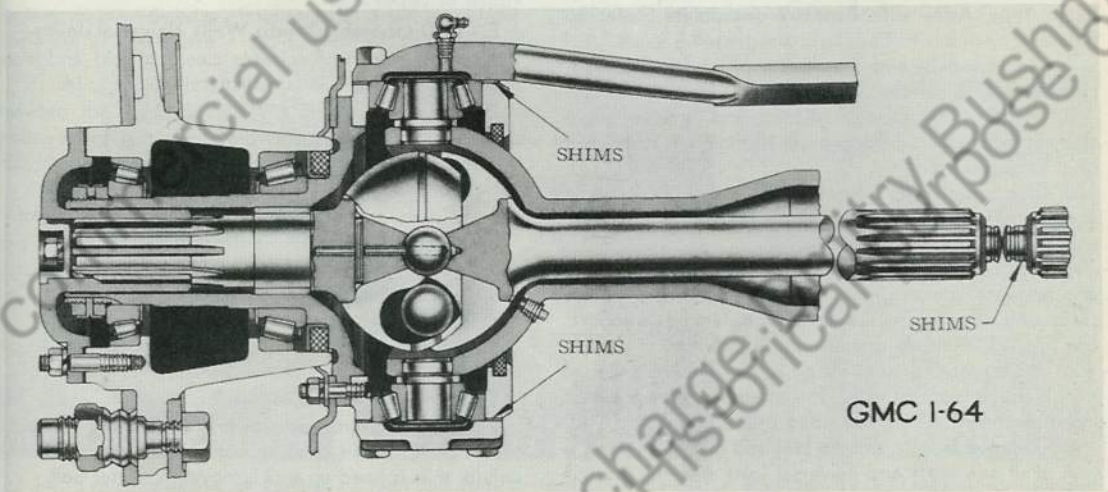
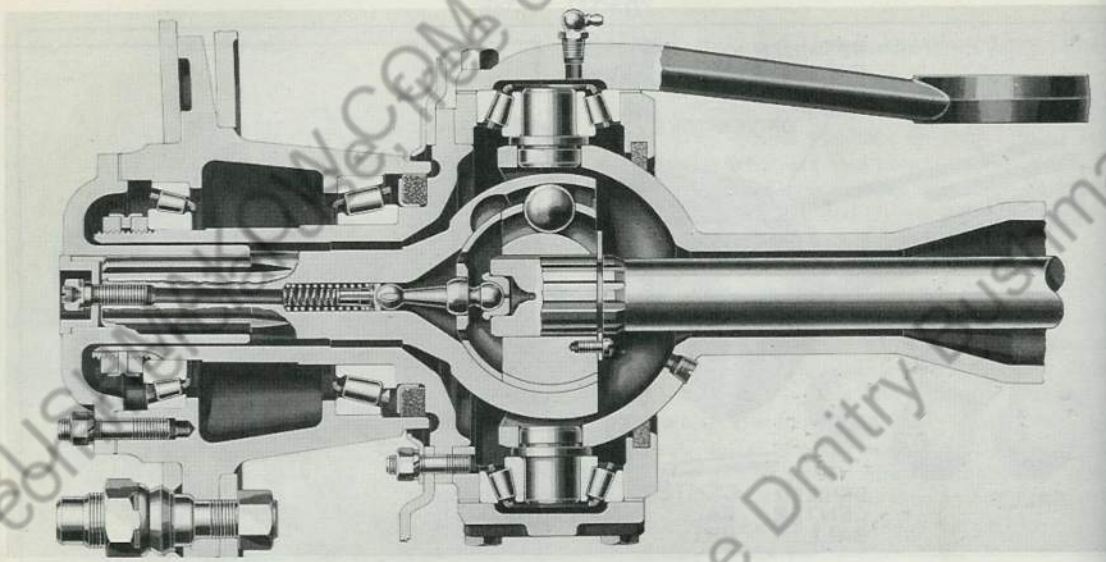

Fig. 11 Steering Knuckle and Bendix-Weiss Universal Joint Assembly—"Split" Type Axle
Fig. 17 Steering Knuckle and Rzeppa Universal Joint Assembly—"Split" Type Axle
Axle shafts are full floating type carried in differential side gear splines on inner end and in a splined driving flange at outer end. Driving flange is attached to wheel hub. Each axle shaft has a universal joint at the steering knuckle. Two types of joints are used in vehicles covered by this manual: Bendix-Weiss (Figs. 11 and 12) and Rzeppa (Fig. 17). Bendix-Weiss joints are furnished in both banjo and split type axles, whereas Rzeppa joints are used with split type axles only. The two types of joints are interchangeable in split type axles; however, both right and left universal joint and axle shaft assemblies must be of same type. Removal and installation procedures for the three combinations are handled separately.
Note: In "split" type front axles the shafts are located lengthwise by a screw (1) which holds the driving flange (2) against a shoulder on the splined portion of the outer half of the axle shaft, and by thrust buttons and shims on inner ends of shafts (at differential) which limit lengthwise movement of inner halves of shafts. See Fig. 11. It is important to install shafts as instructed here to assure proper location of shaft universal joints in housing at steering knuckles. Adjustment of shaft end play is necessary whenever either or both shafts, steering knuckles, or an axle housing are replaced.
2. Take out axle shaft retainer screws and remove shaft, see Figs. 17 and 18.